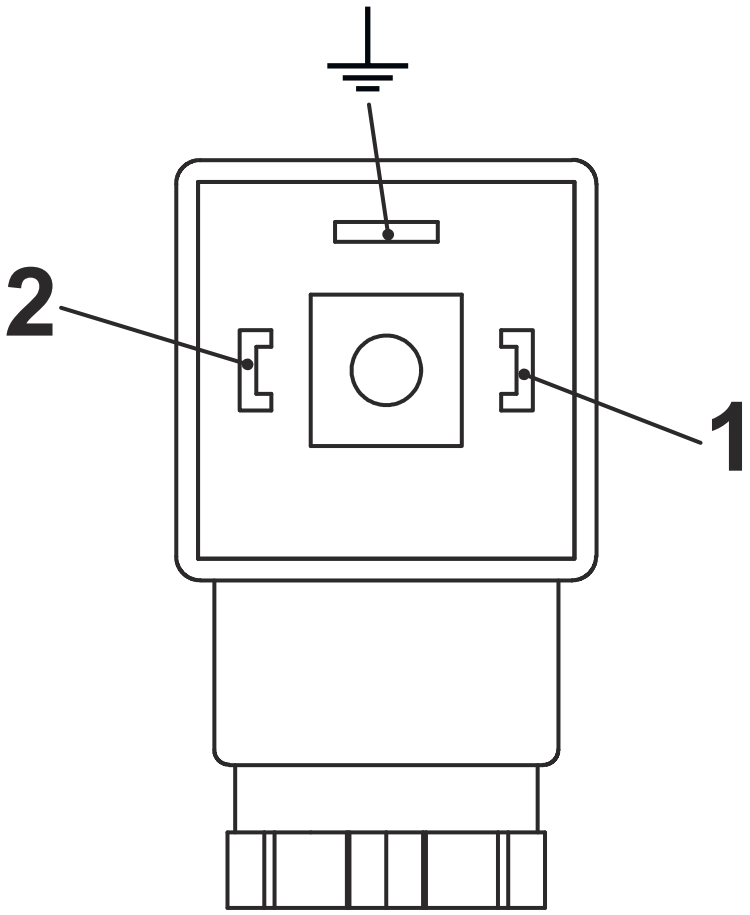
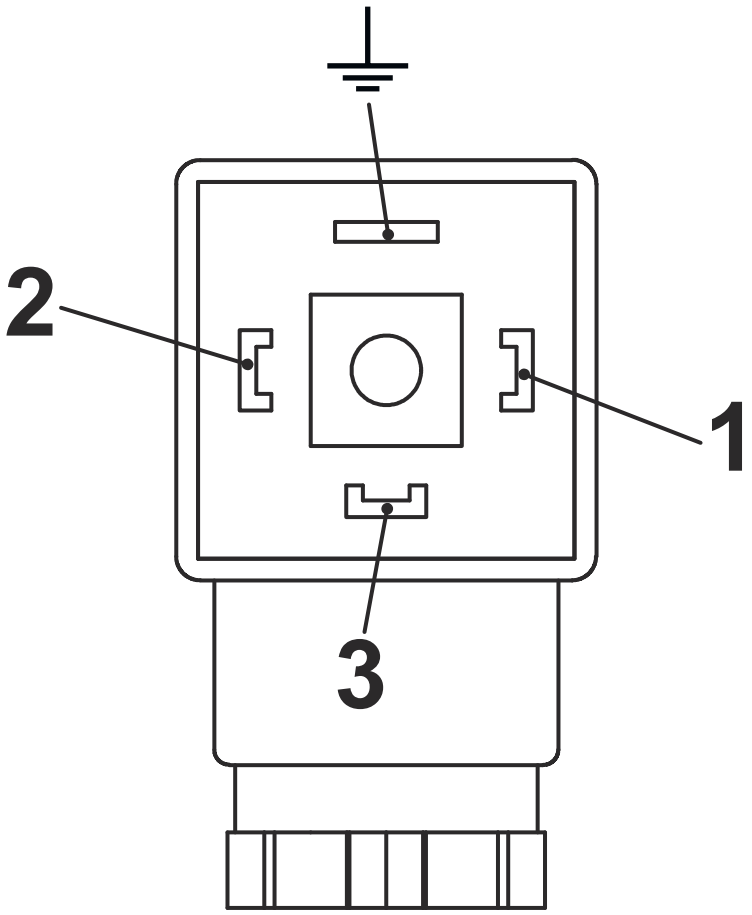

Abb. 25: Pin-Belegung Steckerdose Schließer (Form 15x50)
Abb. 26: Pin-Belegung Steckerdose Wechsler (Form 15x50)
6. Anschluss gemäß den Anschlussbildern (*Abb. 25* und *Abb. 26*) vornehmen